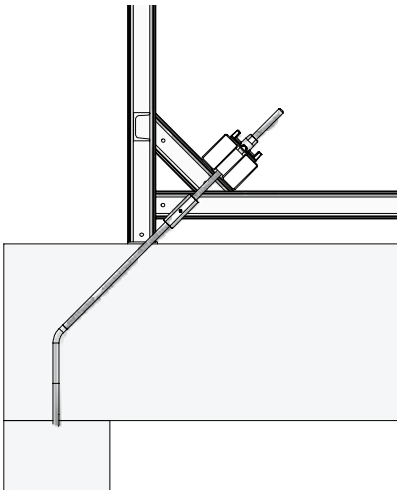

Abb. 10.2
- Bei einseitigen Wänden über Decken mit gedrehter Verankerungsschlaufe 15 (20). Beispiel siehe Abb. 10.2. Ein ggf. zusätzlich erforderliche Bewehrung ist mit dem Statiker abzuklären.